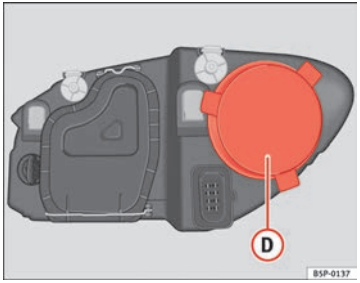

Fig. 190 Luci di posizione
– Rimuovere la copertura ⇒ fig. 190 (D) tirandola.